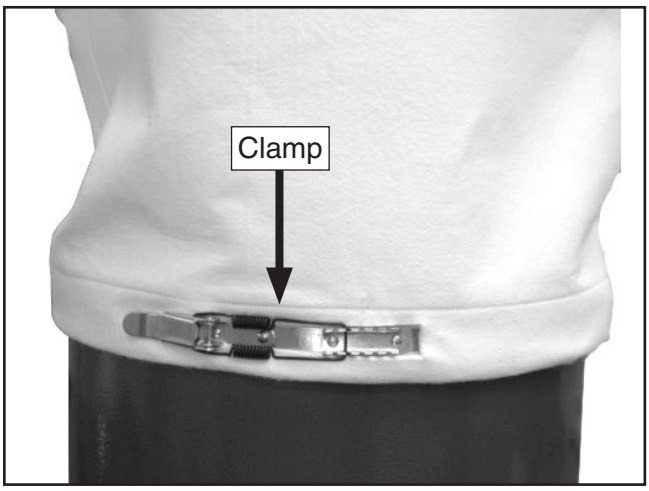

**Figure 11.** Upper collection bag secured.
9. Tighten the upper bag to the collector using the clamp shown in **Figure 11.**